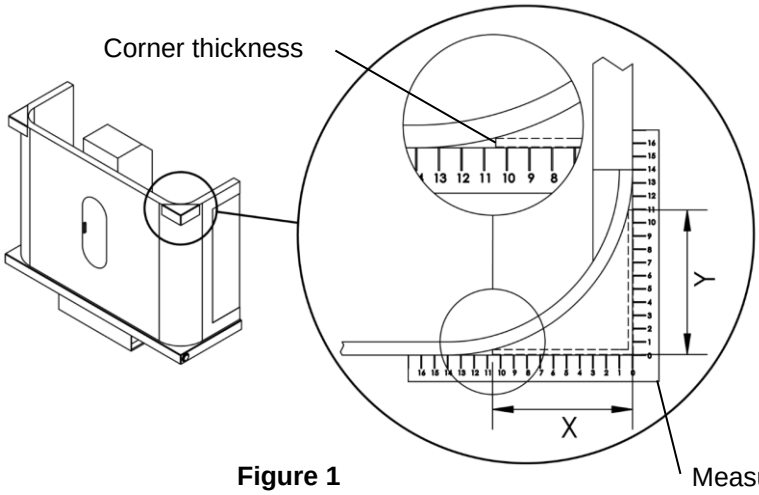

Figure 1
1. **Figure 1.** Take the necessary measurements at the front corners of the trailer. Make sure to consider the corner thickness as shown.